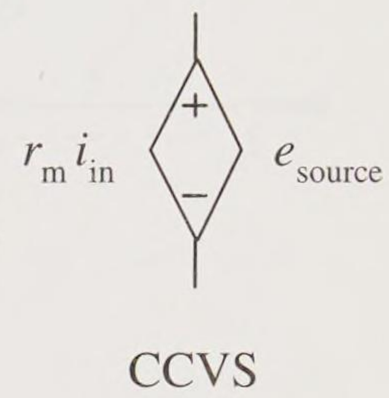

Figure 19-16 Current controlled voltage source
The symbol of Figure 19-16 represents an ideal current controlled (CC) voltage source (VS). The dependent voltage source's output e_{source} depends upon the current i_{in}. *Think current in, voltage out.*